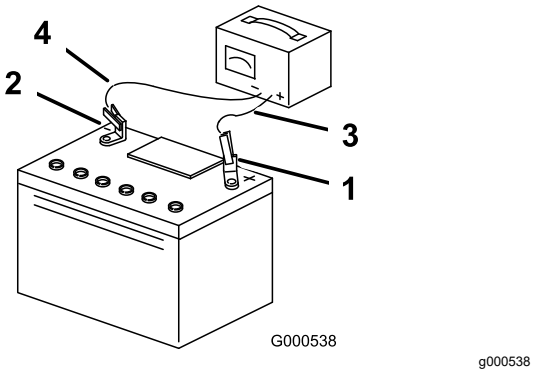

**Figure 49**
3. When the battery is fully charged, unplug the charger from the electrical outlet, then disconnect the charger leads from the battery posts (Figure 49).